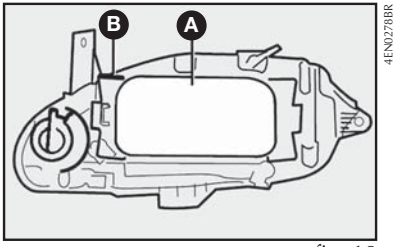
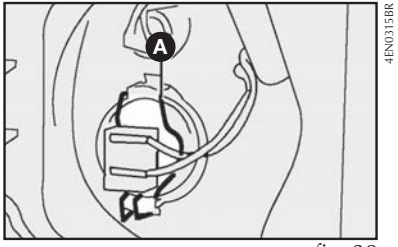

fig. 18
fig. 20
1) remover a tampa plástica **A** para ter acesso às lâmpadas deslocando a trava **B-fig. 18**;
3) retirar o porta-lâmpada pressionando as presilhas **A-fig. 20** abrindo--as lateralmente;
6) reenganchar a presilha de fixação **A-fig. 20** e reconectar a lâmpada, colocando por último a tampa plástica **A-fig. 18**.
1) remover a tampa plástica para ter acesso à lâmpada deslocando a trava **B-fig. 18**;